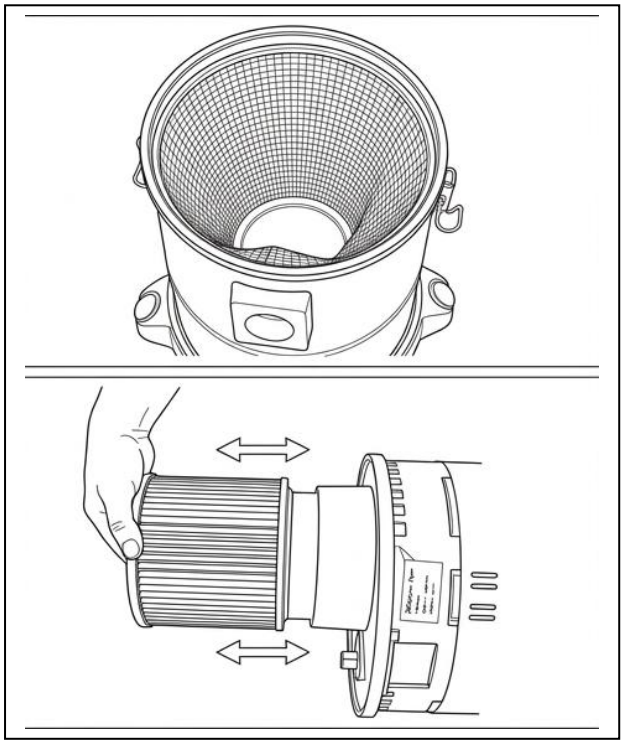

Рис. 4
7. Установите крышку прибора (5) на контейнер (7) и зафиксируйте ее двумя зажимами (Рис. 4).